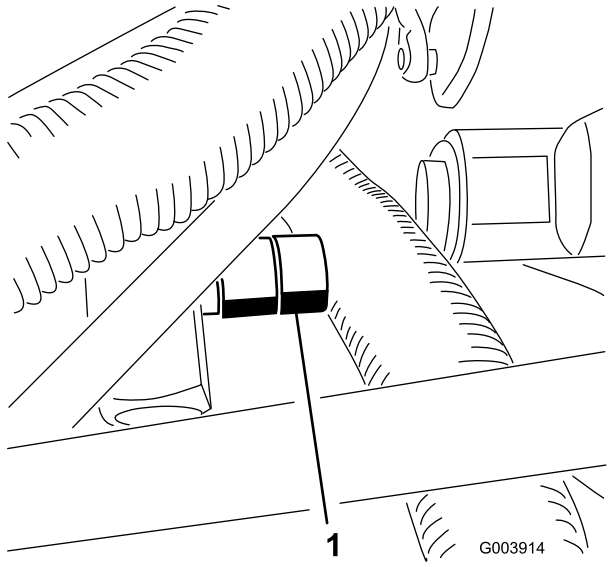

**Figuur 75**
1. Ga naar de klep op de stromingsverdeler (onder de voetsteun) (Figuur 75).